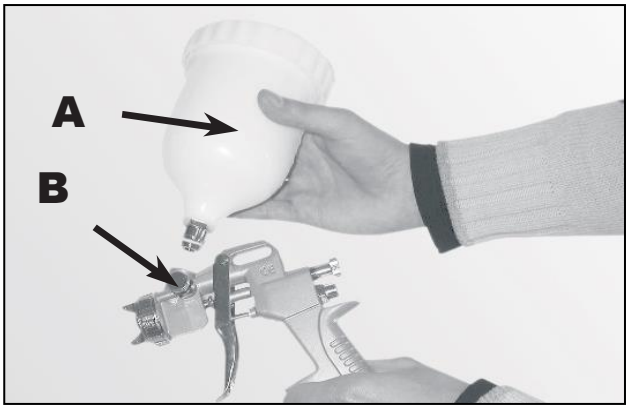

Рис. 5.
3. Подведите стакан **A** под соответствующее гнездо **B** и вкрутите стакан в него (рис. 5). Проверьте, чтобы стакан прочно сидел в резьбе гнезда, иначе во время работы краска будет из него вытекать.
- Тщательно очистите указанные части пистолета предназначенными для этой цели веществами. Очистите также гнездо, в котором стакан **A** крепится к корпусу пистолета (рис. 5).